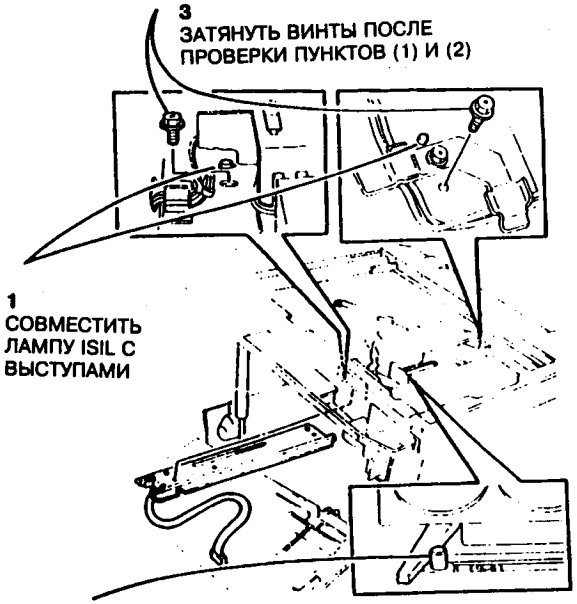

Рис.4 Установка узла лампы засветки ISIL
1. Обеспечить плотную посадку узла и совместить узел лампы ISIL в указанных местах с полукруглыми выступами. Перед тем, как затягивать винты, убедиться, что штифт контактирует с кулачком затвора (рис.4).